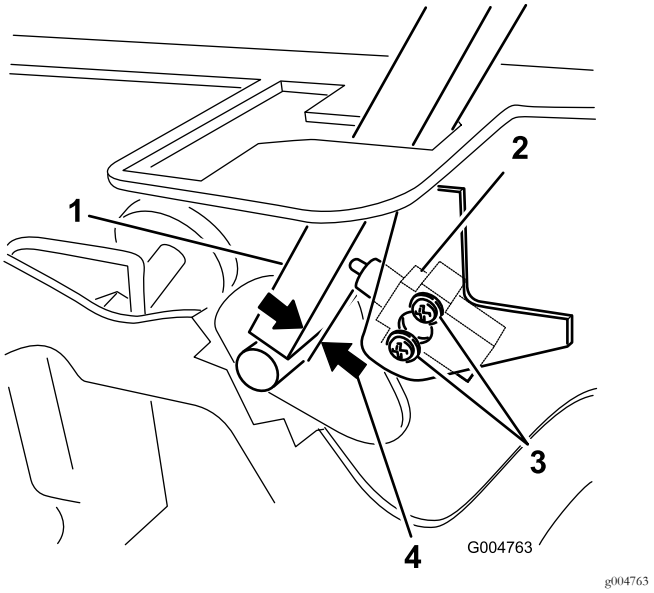

Figuur 52
3. Draai de 2 schroeven los waarmee de interlockschakelaar is vastgezet (Figuur 52).
4. Houd de rijhendel tegen het frame en beweeg de schakelaar in de richting van de hendel totdat de afstand tussen de hendel en de schakelaarbehuizing 0,4 tot 1 mm is; zie (Figuur 52).